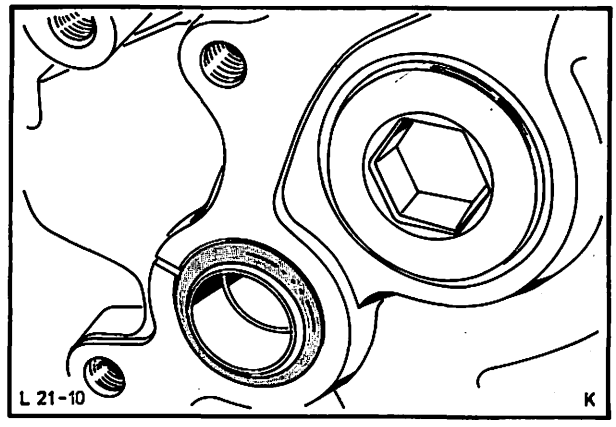

Abb. 92 Führungshülse Stirnraddeckel
20. Führungshülsen Stirnraddeckel – Motorblock mit Dichtringen aus dem Motorblock herausziehen, Abb. 92.